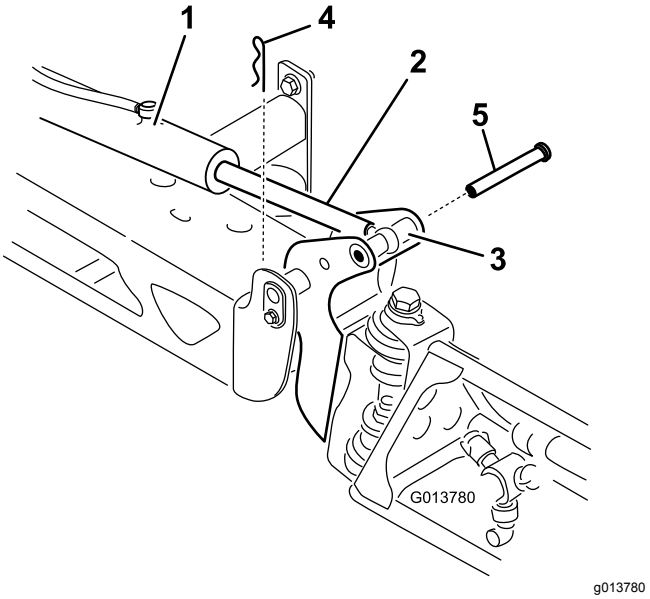

Figur 83
2. Ta bort saxpinnen från svängtappen (Figur 83).
3. Höj sprutrampen, ta bort tappen (Figur 83) och sänk därefter långsamt sprutrampen till marken.
9. Håll i sprutrampen och för in tappen genom både svängleden och manövreringsstången på sprutrampen (Figur 83).